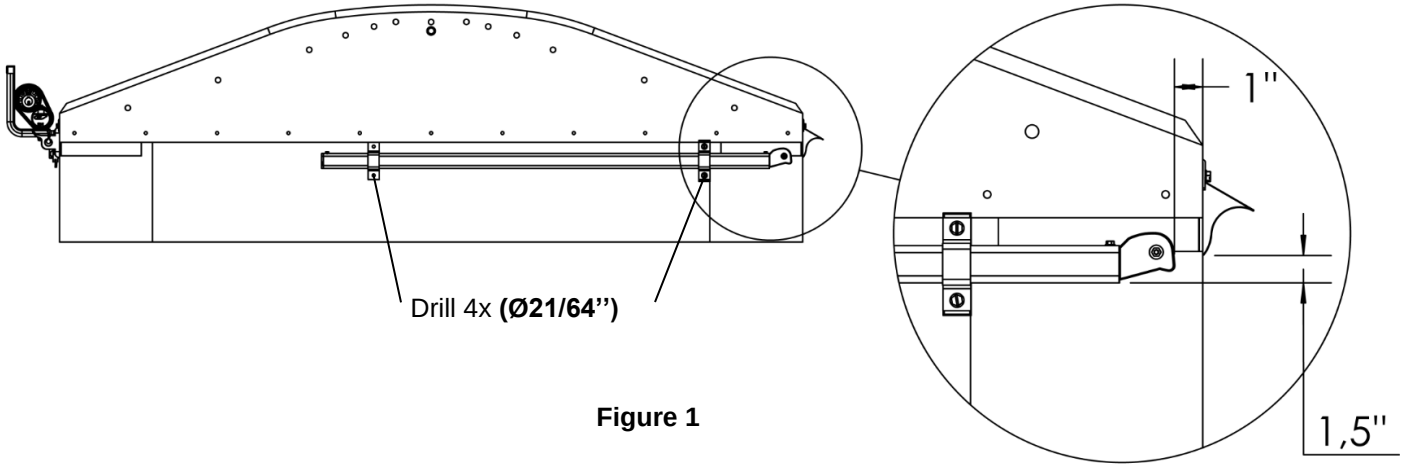

Figure 1
2. **Figure 1.** Position the tensioner head **1’’** away from the exterior wall.